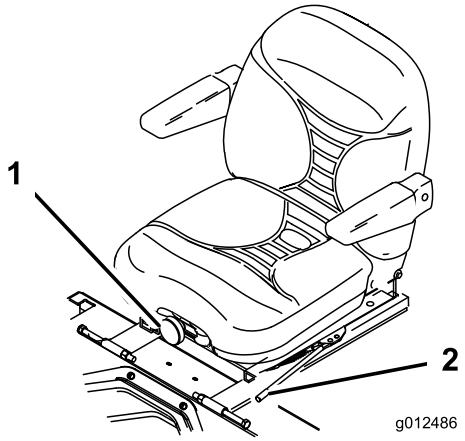

Figur 21
1. Sædet kan justeres ved at flytte håndtaget til siden for at låse sædet op (Figur 21).
Drej på knappen foran på sædet for at opnå den mest behagelige position (Figur 21).